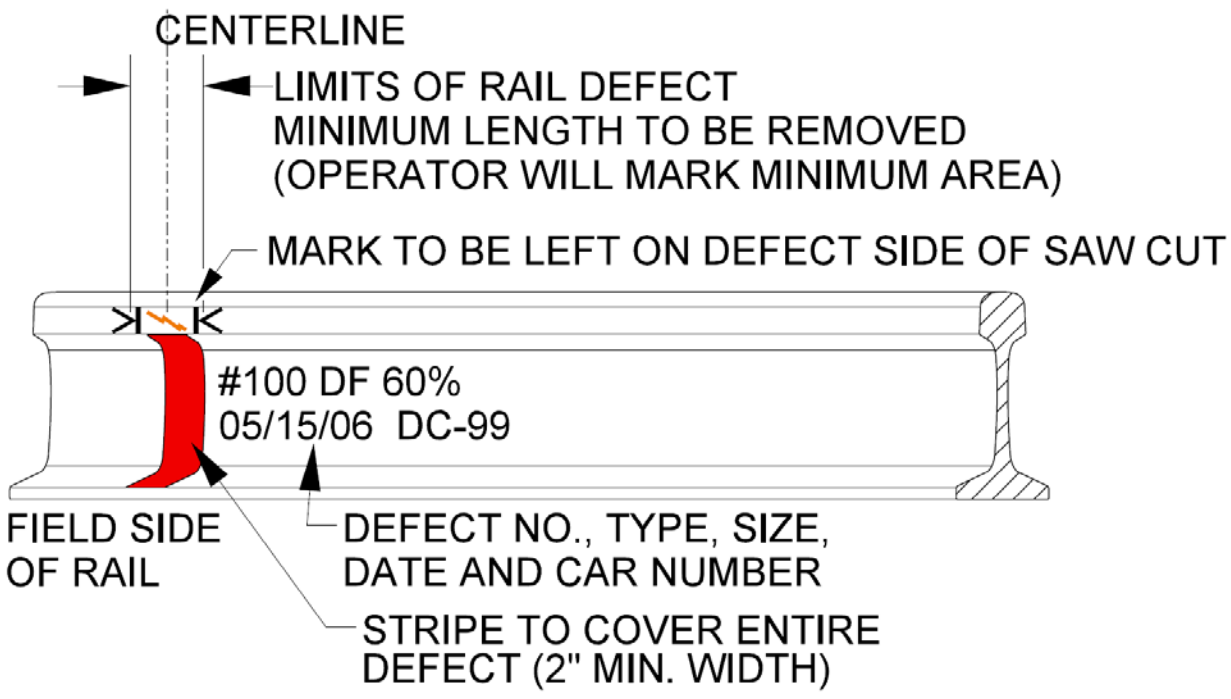

Figure 4-MM
2. Adjust rail anchors tight against ties and make saw cuts needed to remove entire defect marked by the operator. See Figure 4-MM.
See example of rail marking in Figure 4-MM.